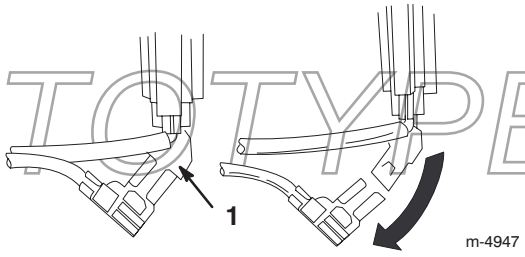

Bild 24
6. Klemmen Sie den grünen Erdungsdrahtclip unter dem Gashebel ab (Bild 24)